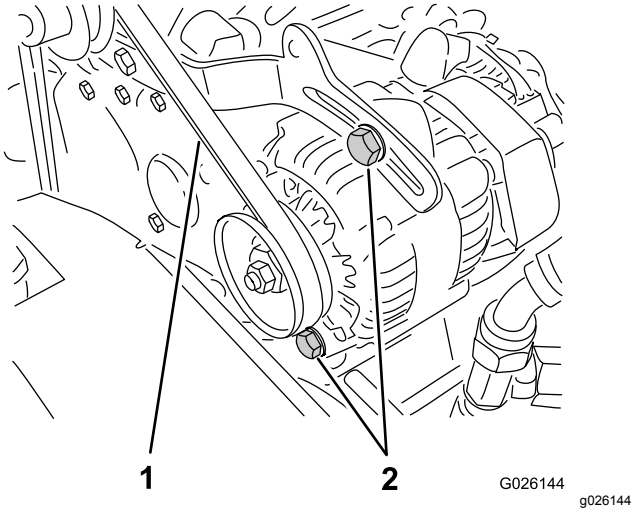

図 62
2. クランクシャフトとオルタネータのプーリ間の中央でベルトを指で押してベルトの張りを点検する 押す力は10kg程度(図 62)。
A. オルタネータの取り付けボルト2 本をゆるめる図 62。
B. エンジンとオルタネータの間にバールを入れて適当な張りに調整し、取り付けボルトを締め付ける図 62。